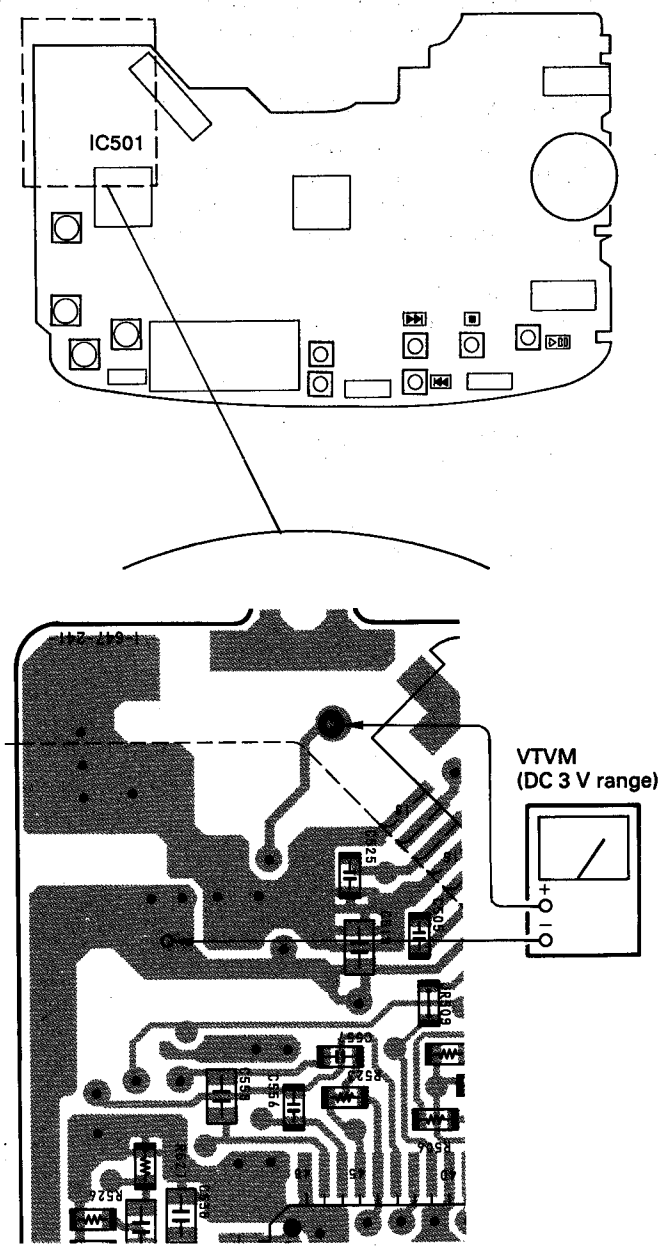

Fig. 2 VOM connecting location
3. Connecta VTVM as shown in Fig. 2 (terminate it with R501, 10 Ω at both ends).